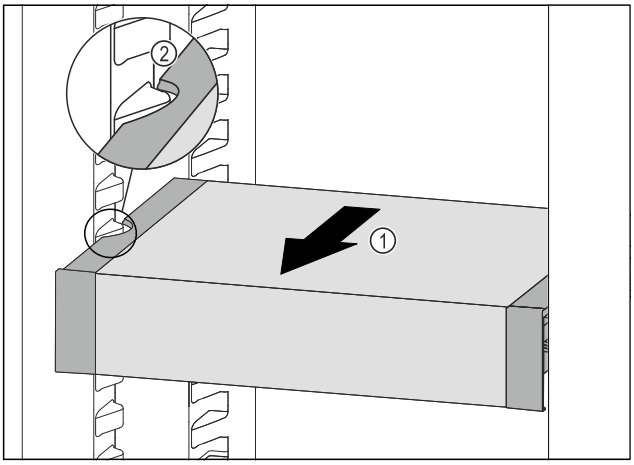

Fig. 172
▶ Trageți în față VarioSafe *Fig. 172 (1)*, până când degajările laterale ale VarioSafe se află la înălțimea nervurii recipientului din frigider. *Fig. 172 (2)*